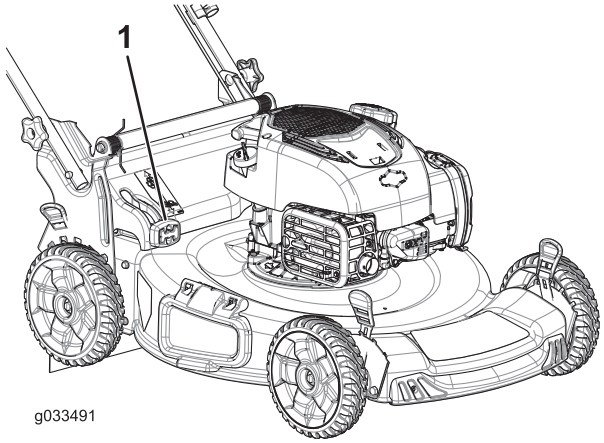

Figuur 22
- Als u het gras en de bladeren wilt opvangen, druk dan op de knop van de grasvangerhendel en beweeg deze naar voren tot de knop op de hendel naar boven klikt (Figuur 22).